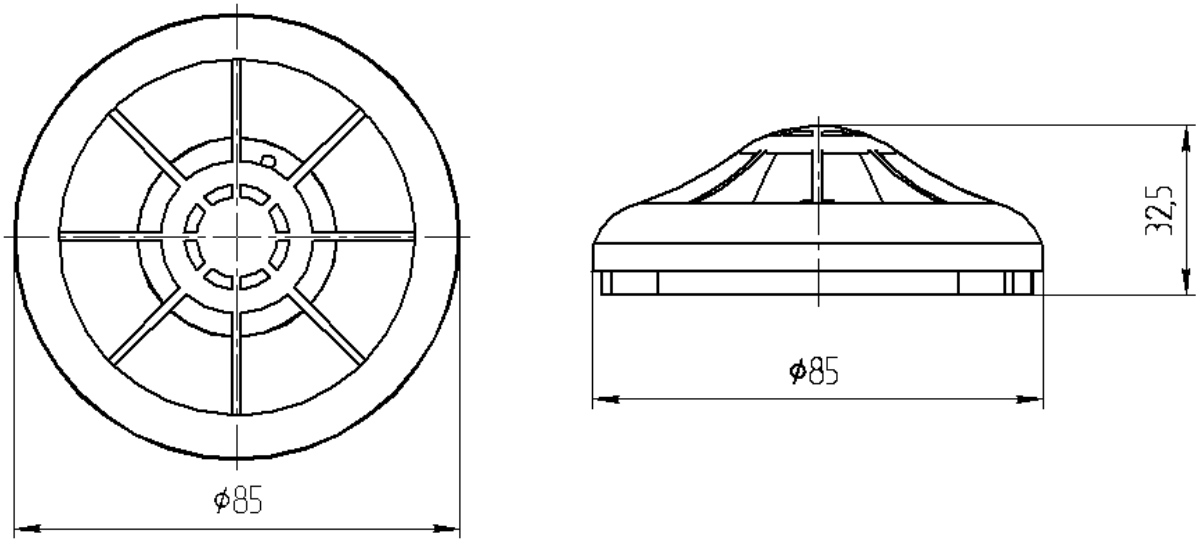
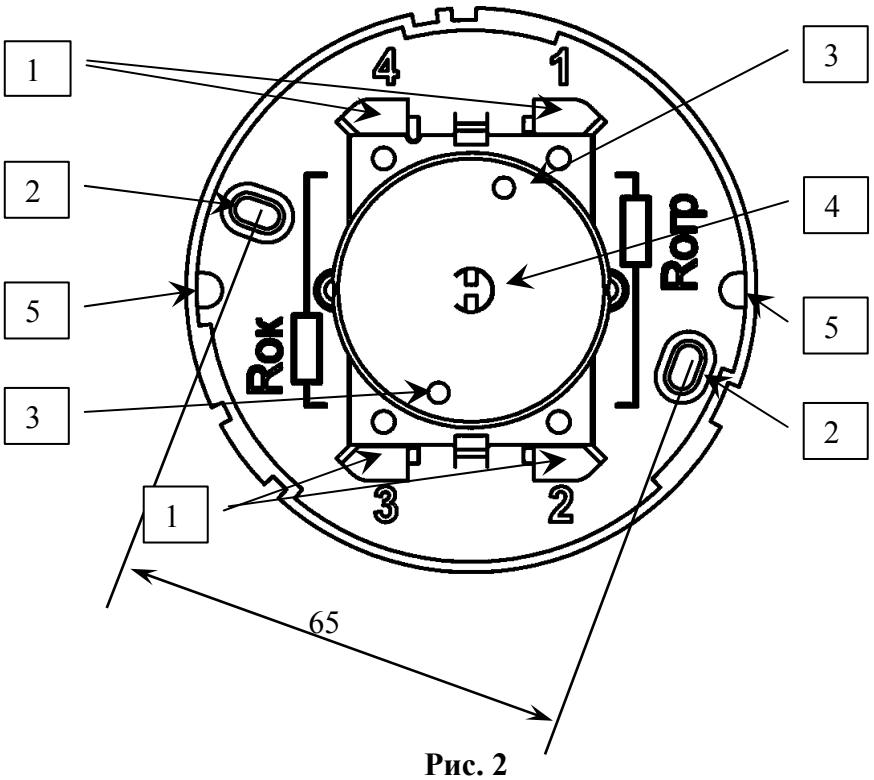

**Рис. 1**
**Рис. 2**
6.3 Извещатели размещают с учетом габаритных и установочных размеров согласно рис. 1, рис. 2.